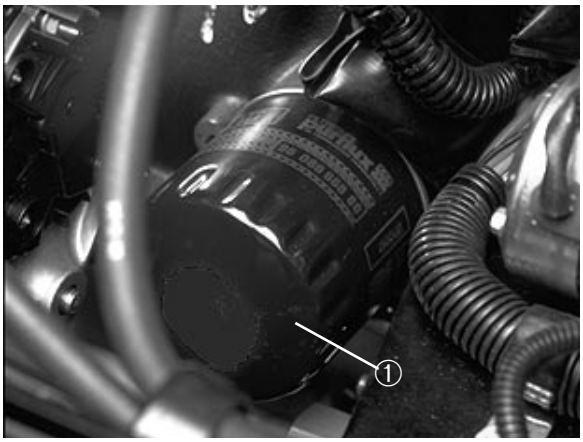

Bild 36
2. Den Ölfilter (Bild 36) entfernen. Die neue Filterdichtung vor Einschrauben des Filters mit einer dünnen Schicht frischen